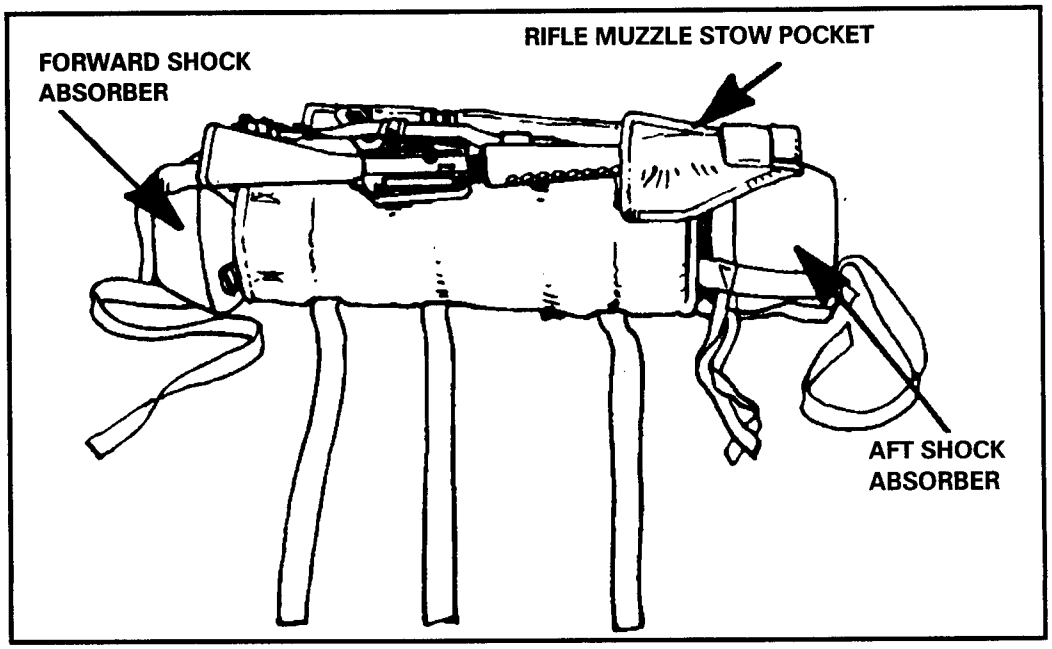

Figure 12-32. Rifle positioned.
(1) Insert a 20-round magazine into the magazine well (optional).
(2) Secure a 30-round magazine to the weapon sling, using adhesive tape (optional).
(3) Position the rifle on top of the pack, on top of the missile biped, by inserting the rifle muzzle into the rifle muzzle stow pocket. The butt of the rifle pistol grip lies along the inner edge of the jump pack (Figures 12-32, page 12-38, and 12-33, page 12-39).